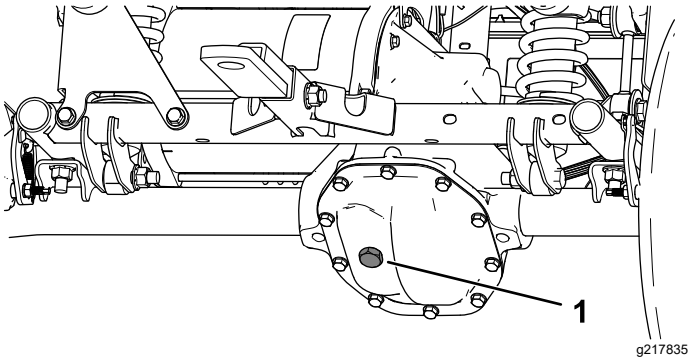

Figuur 50
4. Verwijder de vulplug op de transaxle (Figuur 50).
5. Als het vloeistofpeil te laag is, verwijder dan de vulplug en vul bij met de aanbevolen vloeistof tot deze uit de opening stroomt (Figuur 50).
4. Verwijder de vulplug op de transaxle en vul de transaxle met de aanbevolen vloeistof tot deze uit het gat loopt (Figuur 50).